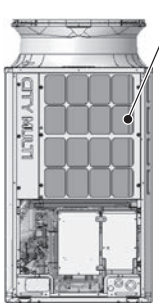

Figure 2
(1) Remove the front panel from the unit by unscrewing the 8 screws. (See Figure 2.)
(2) Remove the fin guard by unscrewing the 6 screws. (See Figure 2.)
(4) Remove the drain pan by unscrewing the 2 screws. (See Figure 2.)